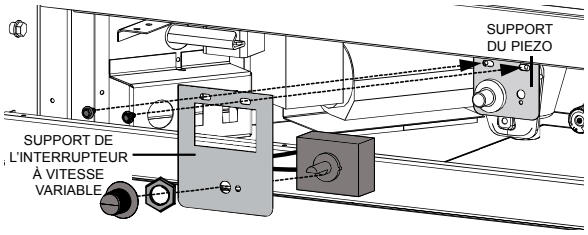

Fig. 3
H. Installez le support IVV puis fixer en place utilisant les deux vis précedement enlever, Figure 3. Pour installez L'IVV le support de l'interrupteur à vitesse variable doivent être installez, enlever les deuz vis du support du piezo.
I. L'interrupteur à vitesse variable (IVV) doivent être démonté pour fixer aux support IVV pour l'installation. Placez L'IVV entre le support puis fixer utilisant le rondelle de blocage. Prenez le bouton de l'interrupteur et installez-le en position, voir la Figure 3.